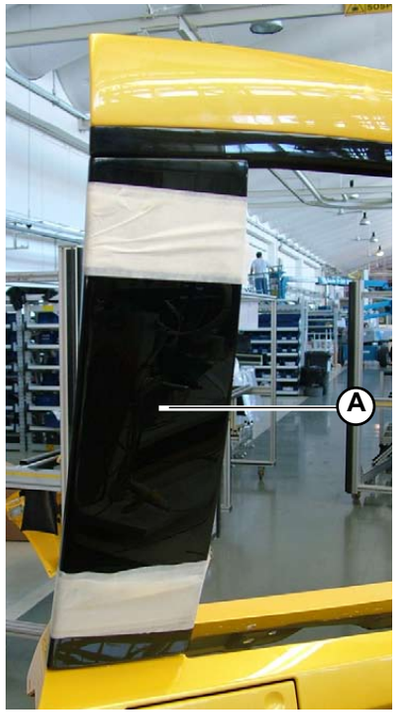
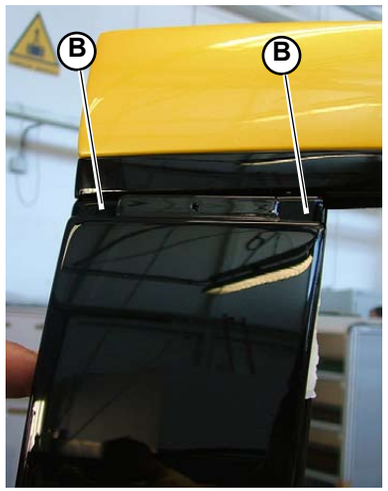

Fig.24
Fig.25
2. Remove the pillar (**A-Fig.24**) by releasing the 2 slots (**B-Fig.25**) from their couplings.